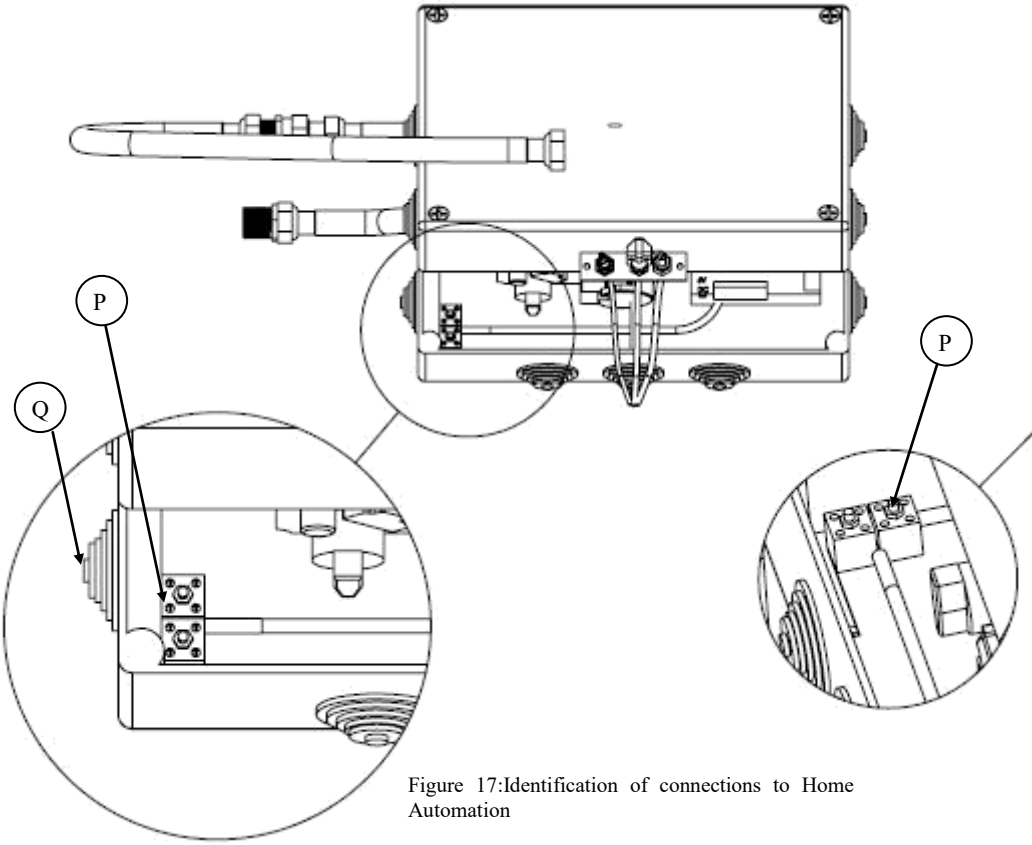

Figure 17:Identification of connections to Home Automation
With the technical box cover opened, it is possible to identify the connections (P) available for the system (Figure 17 and 18).